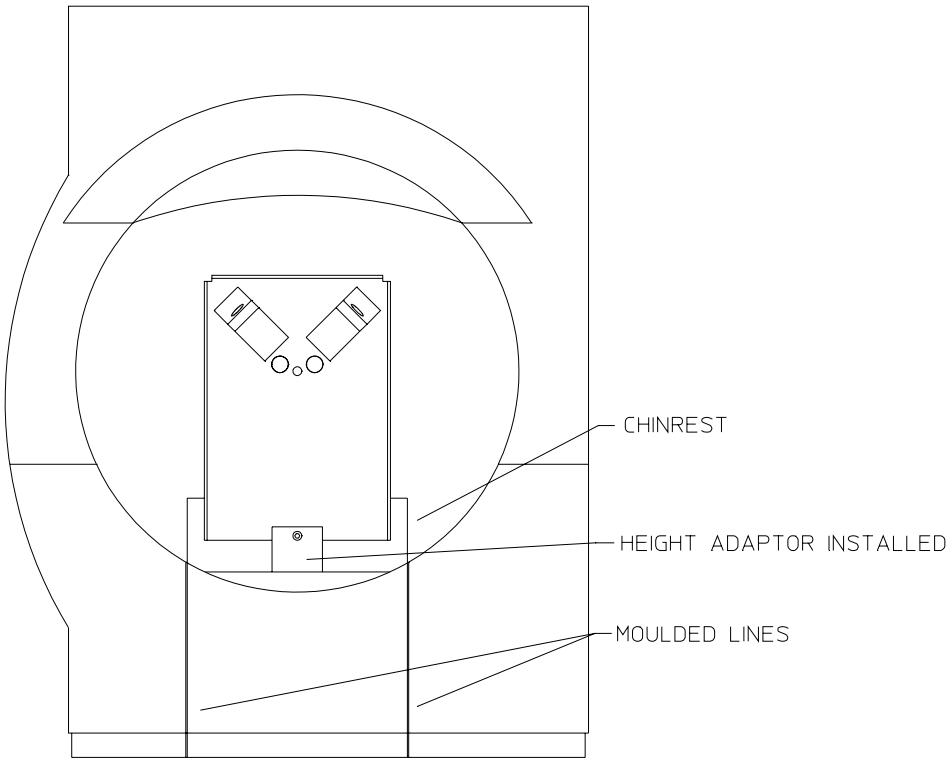

FIGURE 4-15. Chinrest Centered Relative to Front Cover
3) Center the chinrest by moving it left or right (manipulate the long belt). Use the edges of the chinrest and the molded lines on the front cover as visual reference (Figure 4-15).